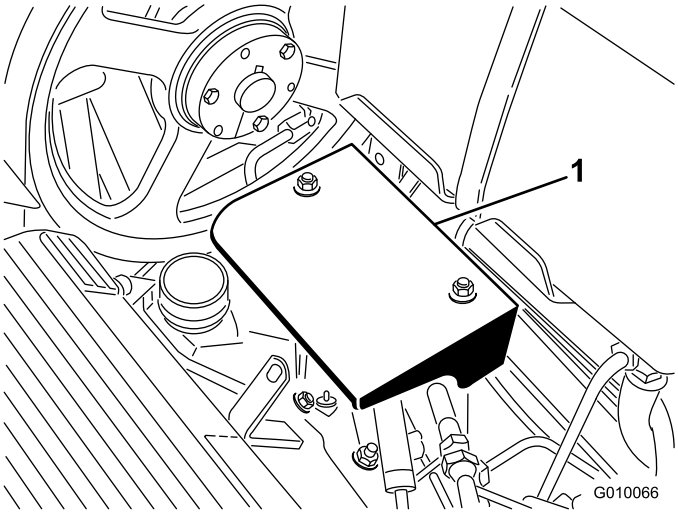

Figur 56
2. Fjern de 2 pumpeskærmmonteringsmøtrikker, og fjern skærmen (Figur 56).